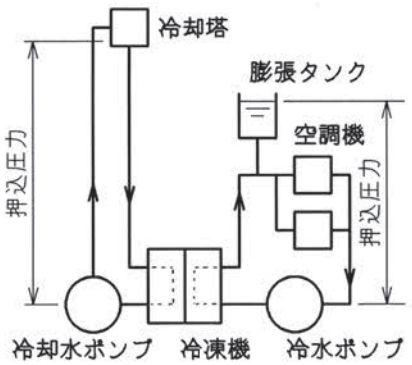
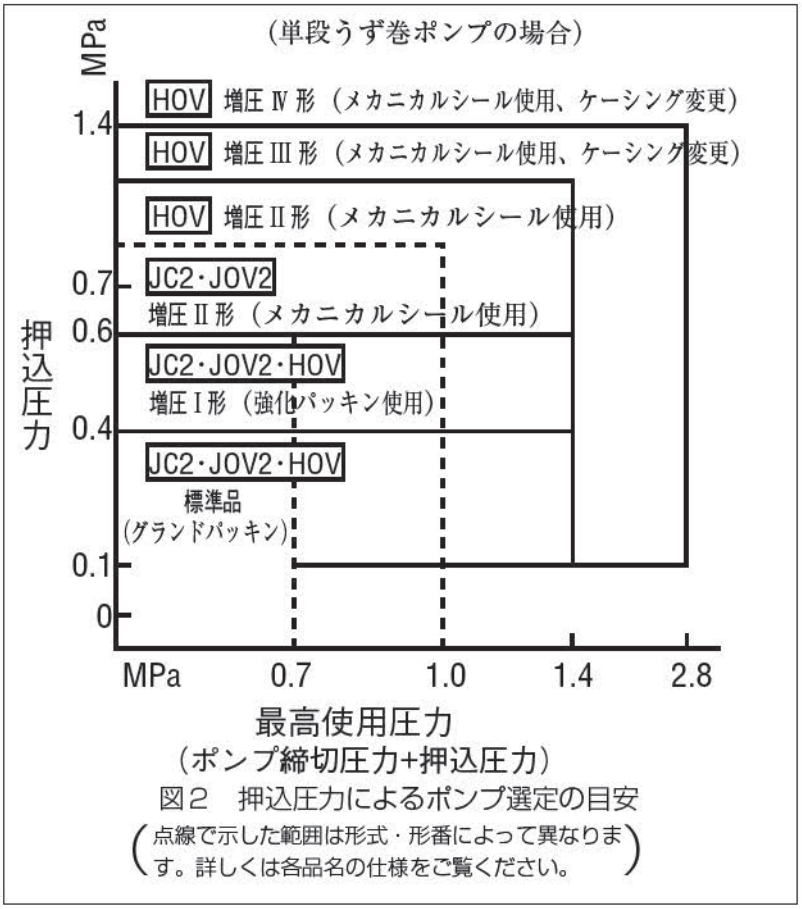

図１　押込配管の例
図２　押込圧力によるポンプ選定の目安
■空調用設備において、図１に示すようにポンプおよび関連機器の設置場所の関係でポンプの吸込側に高い押込圧力がかかる場合があります。この押込圧力によってはポンプ仕様を変えなければならない場合がありますので（図２）、ポンプを選定するときは必ず押込圧力値を確認してください。
真空ポンプで満水する場合は図１のように配管してください。